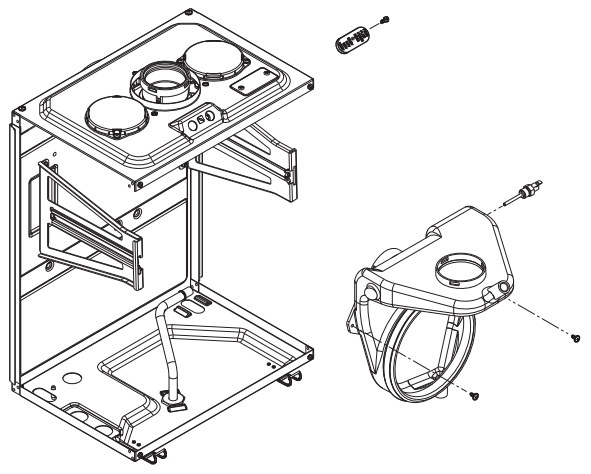

Fig. 40
6.20 FLUE COLLECTOR REMOVAL (fig. 40)
THE GAS VALVE MUST BE SET-UP OR ADJUSTED WITH THE AID OF A PROPERLY CALIBRATED FLUE GAS ANALYSER. Isolate the appliance from the electrical supply and remove the appliance casing as described in 4.7.1. Set the flue gas analyser to read CO2 and insert the probe into the flue analysis test point (Y1-Z1 fig. 40). Restore the electrical supply to the boiler and switch the boiler to the OFF mode.